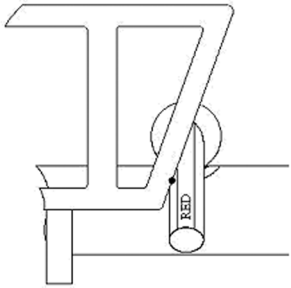

Figure 10b: Observe color of contact.
5. Slide the cone and cylinder toward the rail until it touches the rail or support and let the weight of the cone compress the mattress (figure 10b).